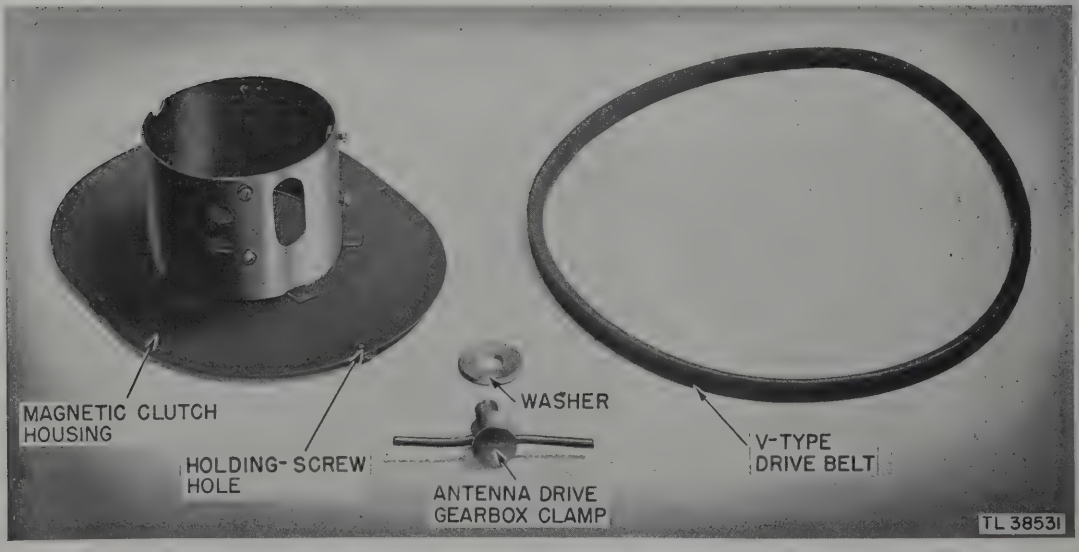

Figure 76. Parts removed from drive unit in removal of gearbox.
k. Figure 76, Parts removed from drive unit in removal of gearbox.
(2) Take out the four screws on the flange of the magnetic clutch (fig. 76). Push the housing, still resting on its shelf, to one side (toward the ventilator). The magnetic clutch is now fully exposed.
(3) Drive out the taper pin on the shaft at top of the magnetic clutch. The clutch, attached to the pulley by three groove pins, is a force fit on the shaft; clutch and pulley come off as a unit. Separate the clutch and pulley by driving out the three groove pins.
(4) Replace in the reverse order.